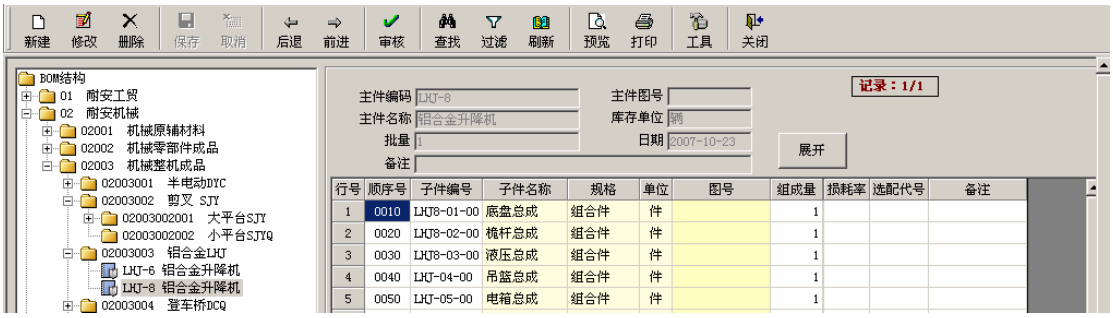

图 2-1-03
(3) BOM 结构。在系统主界面，选择 ［基础数据管理］→［BOM 结构］，输入产品的信息。如图 2-1-03 （就以上述铝合金升降机为例）
如图 2-1-03（就以铝合金升降机为例），升降机已是一个成品，在这张物料清单里可以看出，铝合金升降机是由哪些零部件组成（如它是有电箱总成、底盘总成、桅杆总成、液压总成等等一些子件组成）。